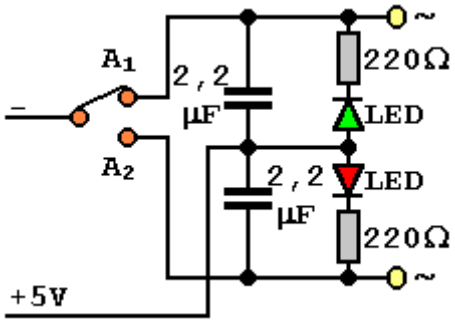

Abb.1: Reedwechselrichter
2. Bauen Sie die Schaltung gemäß der Abb. auf. Den genauen Aufbau des Reedwechselrichters finden sie im Skript „Richter“ auf der Webseite www.chemiephysikskripte.de (s. a. Abb.1).
b. Erklären Sie anhand von Abb. 1, wie die Schaltung aus Gleichspannung Wechselspannung erzeugt. Erläutern Sie, warum die Amplitude der Wechselspannung kleiner ist als die angelegte Gleichspannung.